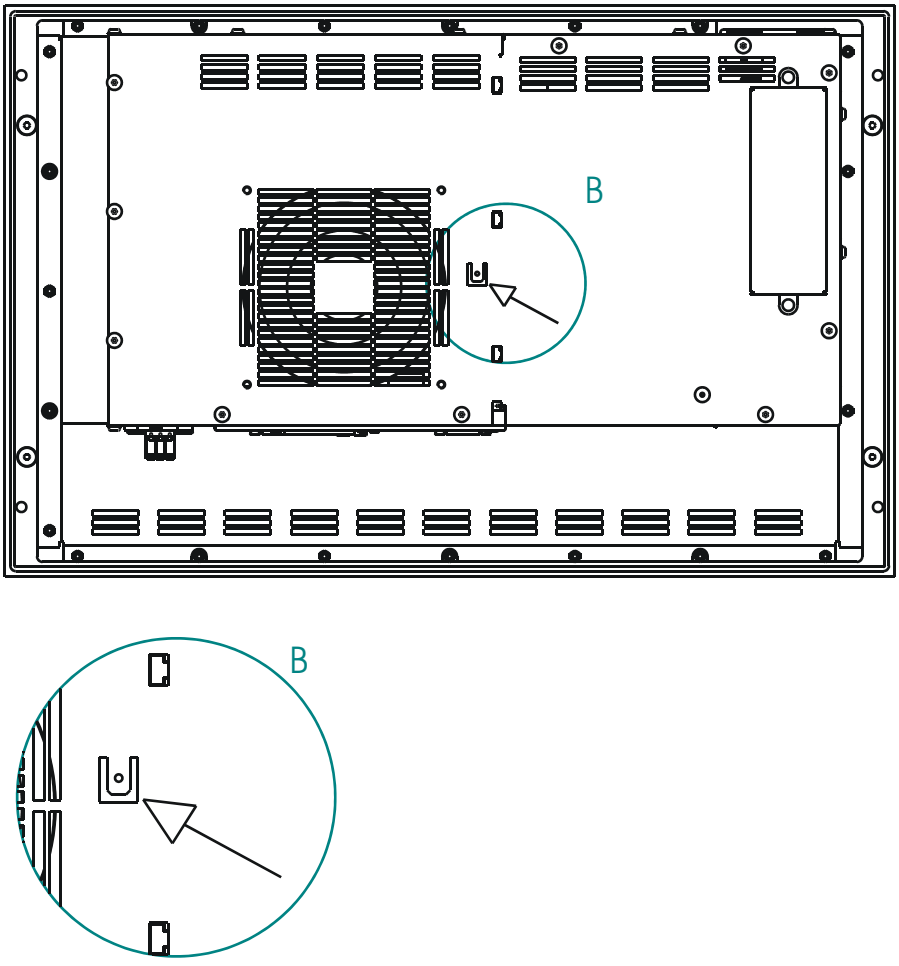

Fig. 4: Earth Connection
- Ground the enclosure according to Fig. 4 on Page 17.
- Connect the protective earth terminal located on the enclosure according to Fig. 4, Page 17.
- Connect the protective earth (PE) conductor to terminal X1.
- To prevent malfunctions, connect the protective earth terminal located on the enclosure according to Fig. 4.